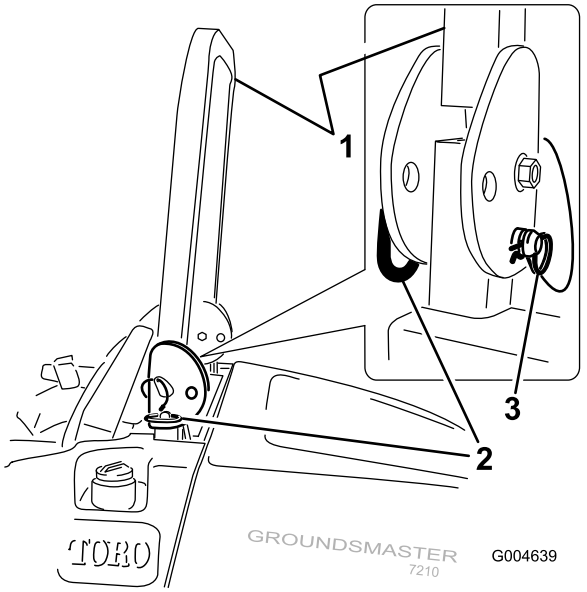

Figur 10
1. Fäll ned störtbågen genom att lossa hårnålssprintarna, föra störtbågen framåt mot fjädrarna och lossa de två tapparna (Figur 10).
3. Montera de två tapparna och säkra dem med hårnålssprintarna (Figur 10).
4. Fäll upp störtbågen genom att lossa hårnålssprintarna och ta bort de två tapparna (Figur 10).
5. Fäll upp störtbågen till upprätt läge, sätt i de två tapparna och spärra dem med hårnålssprintarna (Figur 10).